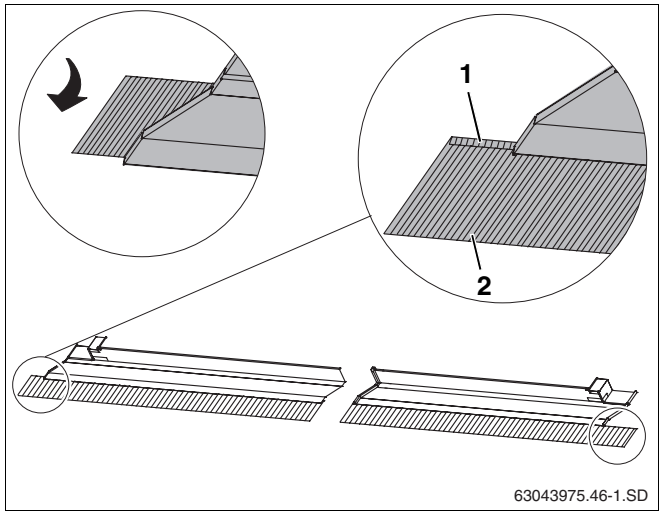

Abb. 42 Bleischürzen umlegen
- Bleischürzen aller Abdeckbleche nach vorne biegen (Abb. 42, **Pos. 2**).
- Die Enden der äußeren Abdeckbleche oben (Abb. 42, **Pos. 1**) ebenfalls nach vorne biegen.